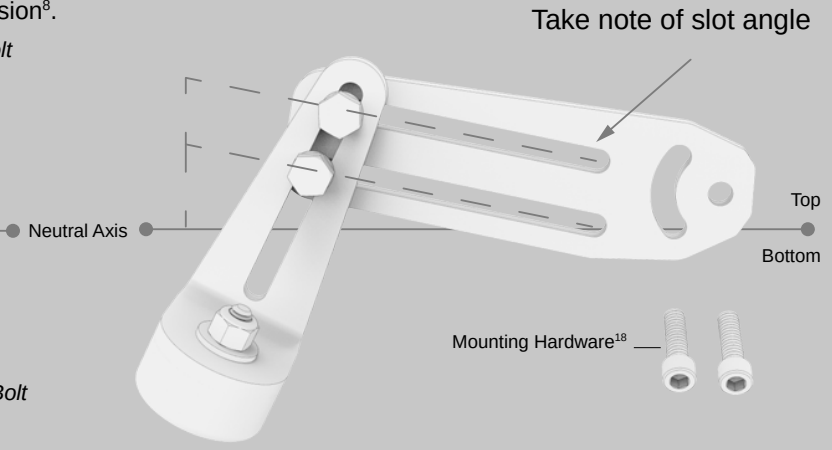
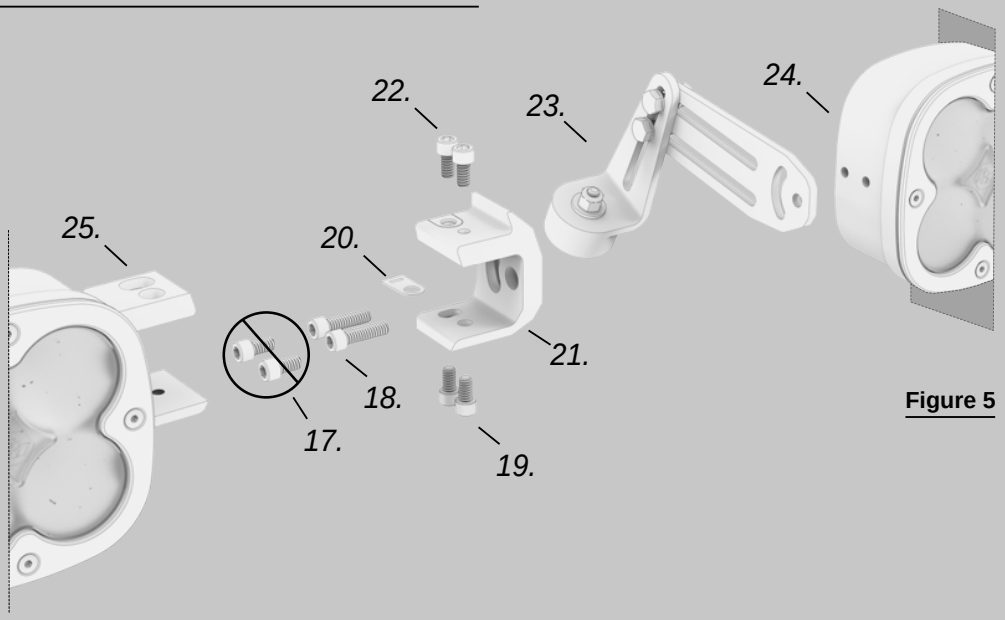
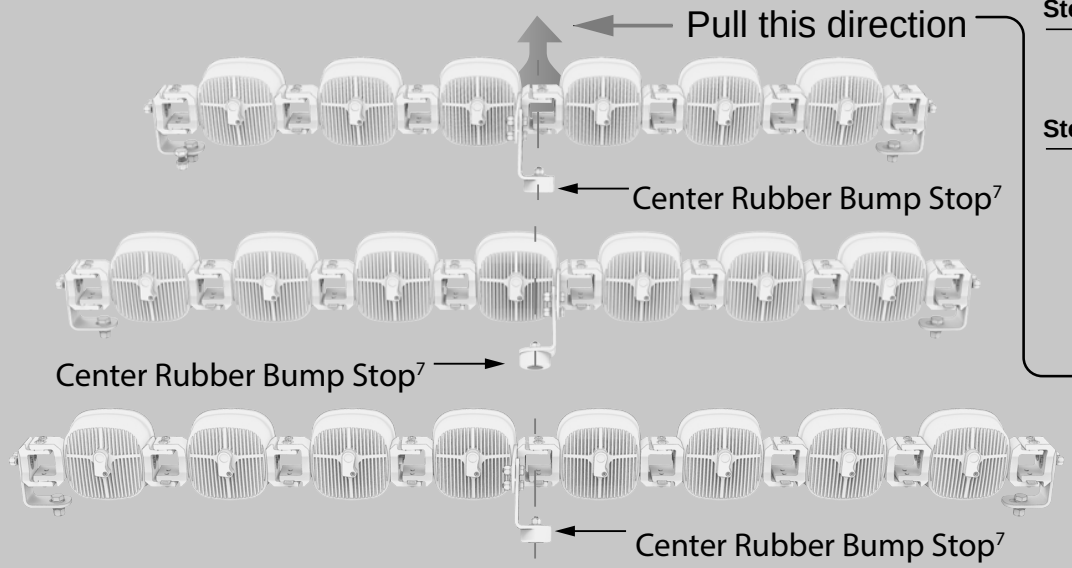

Figure 4
Figure 5
Figure 6
Using a 7/16" socket and wrench, assemble items (5 - 10). Refer to Figure 4 and Figure 6 (on next page) for the location and orientaion of the Pre-Load Base[14] and Extension[8].
Step 5. Refer to Figure 6 in order to locate which Socket Head Cap Screws[19, 22] to unscrew.
For the number of lights the XL Linkable has, locate that diagram in Figure 6. Unscrew the top and bottom Socket Head Cap Screws to the right of the Pre-Load Mechanism that secure the XL Links together. Separate as shown in Figure 5.
Step 6. Replace the 1/4"-20 x 7/16" Cap Screw[17] with the included 1/4"-20 x 7/8" Cap Screw[18]. Assemble items (18-25) in the order shown in Figure 5.
Step 7. Check to make sure the Rubber Bump Stop[7] is centered on the XL Linkable as shown in Figure 6.
Pull the XL Linkable away from the vehicle (indicated by shaded arrow in Figure 6), and then tighten the Hardware[11] with the Rubber Bump Stop[7] firmly resting on the included 3M® Clear Bra[26], perpindicular (Figure 7), on a sturdy surface.